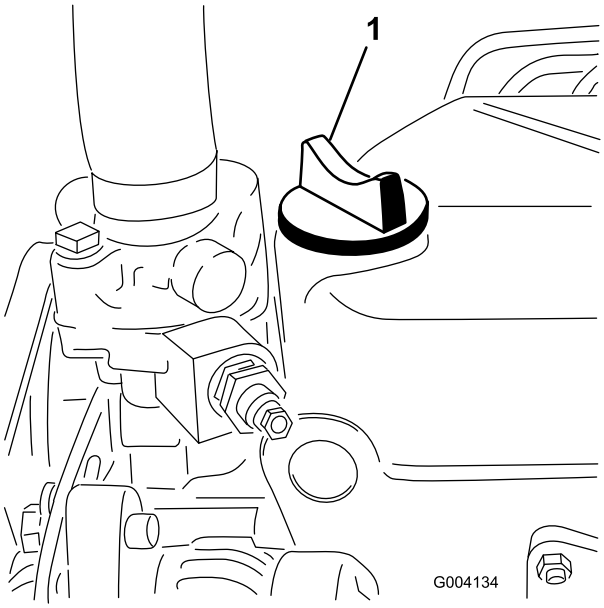

Figur 30
5. Om oljenivån inte når upp till markeringen FULL på oljestickan (Figur 30) fyller du på olja tills nivån når upp till markeringen FULL.